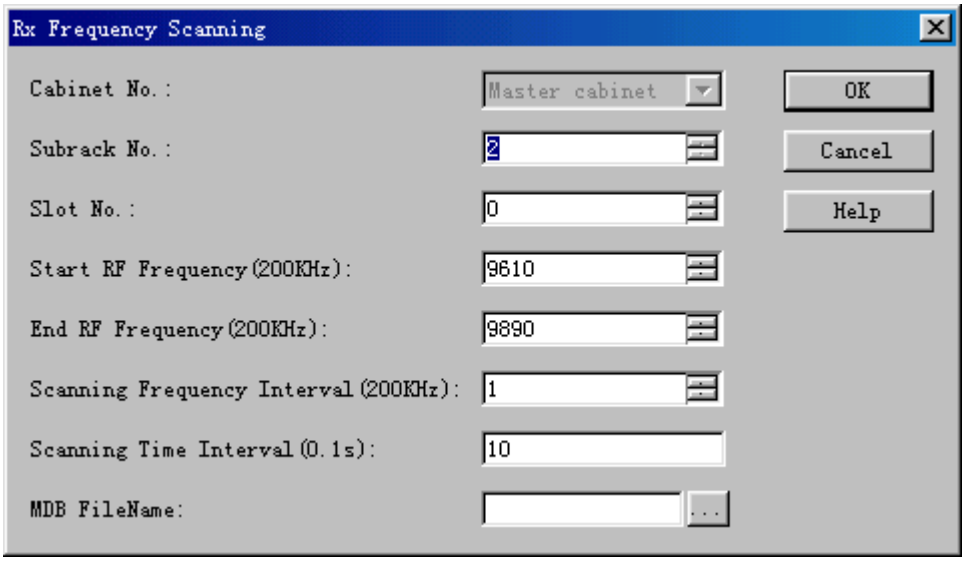

Figure 9-5 Rx Frequency Scanning dialog box
2) Click **Create Monitor Task**. The system displays the **Rx Frequency Scanning** dialog box, as shown in Figure 9-5.